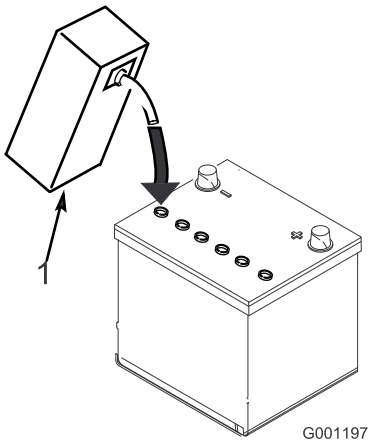

**Figur 6**
3. Fyld forsigtigt hver celle med elektrolyt, indtil pladerne er dækket med ca. 6 mm væske (Figur 6).
4. Vent ca. 20 til 30 minutter, mens elektrolytten trænger ind i pladerne. Fyld efter behov for at bringe elektrolytstanden op til ca. 6 mm fra bunden af påfyldningshullet (Figur 6).